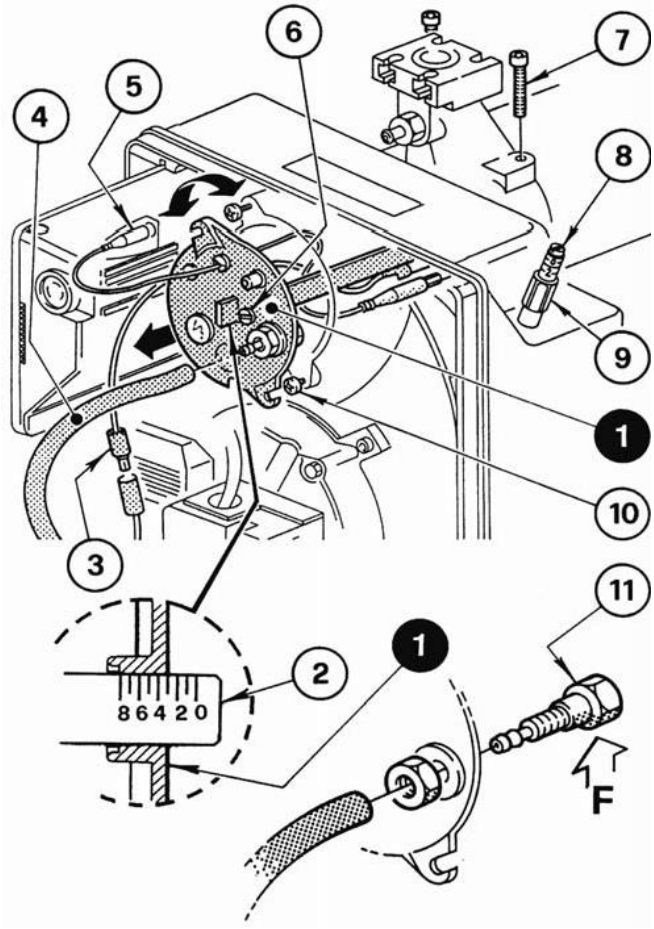

Рис. 11
Регулировка осуществляется вращением регулировочного винта (6) по часовой или против часовой стрелки. Необходимо совместить риску регулировочной линейки (2) с внешней плоскостью держателя головки горелки (1) (см. рис.11). Номер требуемой риски можно определить из представленной диаграммы.
4.3 Регулировка воздушной заслонки (рис. 11)